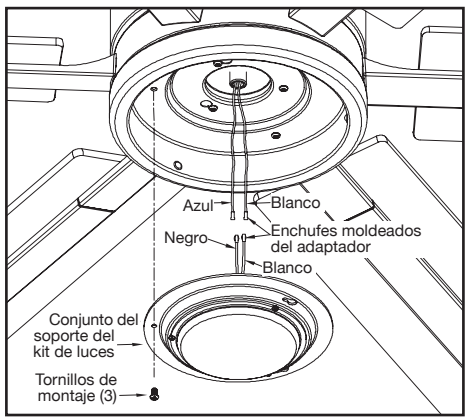

Figura 15
3. Quita un tornillo de la carcasa del kit de luces y afloja, pero no quites, los otros dos. Conecta los cables del conjunto del soporte del kit de luces a los cables del conjunto motor-ventilador uniendo los enchufes moldeados del adaptador. Coloca con cuidado todos los cables y empalmes dentro de la caja del interruptor. (Figura 15)
4. Empuja el conjunto del soporte del kit de luces hacia arriba de manera que las cabezas de los dos tornillos aflojados encajen en las ranuras tipo ojo de cerradura. Gira el conjunto del soporte kit de luces hacia la derecha y aprieta los tornillos. Vuelve a instalar el tornillo que retiraste en el paso 3 y apriétalo firmemente. (Figura 15)